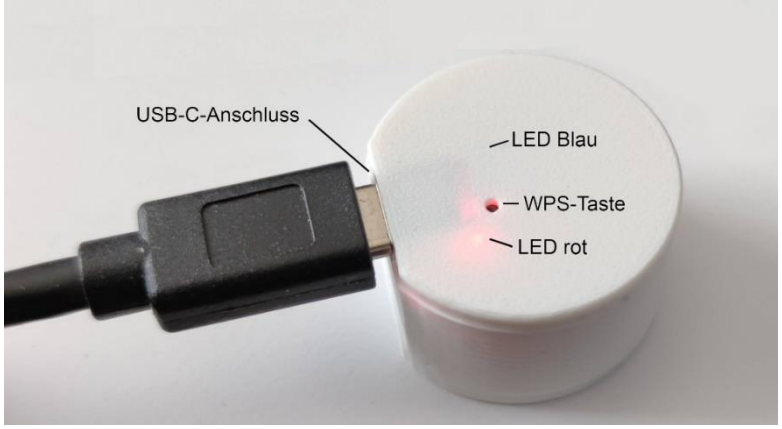

Abbildung 1: Oberseite
3. Betätigen Sie die WPS-Taste an e-inspect (siehe Abb. 1) mit Hilfe einer Büroklammer o.ä.